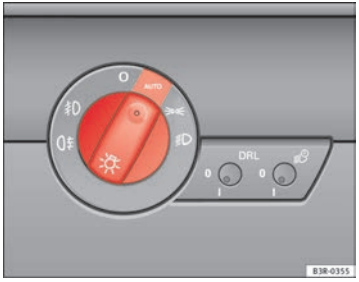

Fig. 85 Detailed view of instrument panel: Light switch
– Turn the light switch ⇒ fig. 85 to the **AUTO** position.